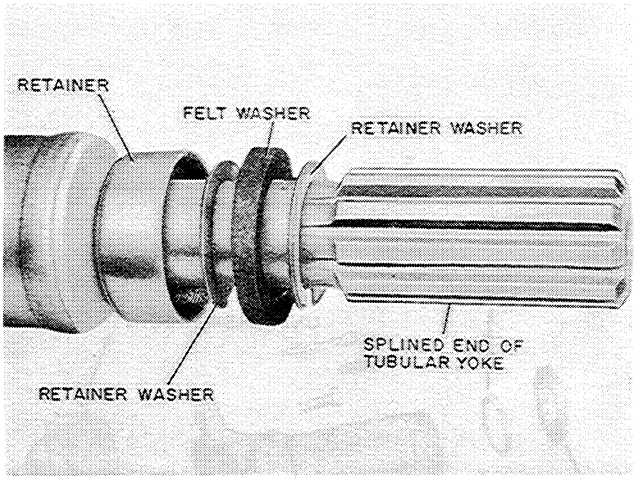

Figure T-88
1. Place a retainer, retainer washer, felt washer and retainer washer over the splined end of the tubular yoke, Figure T-88.